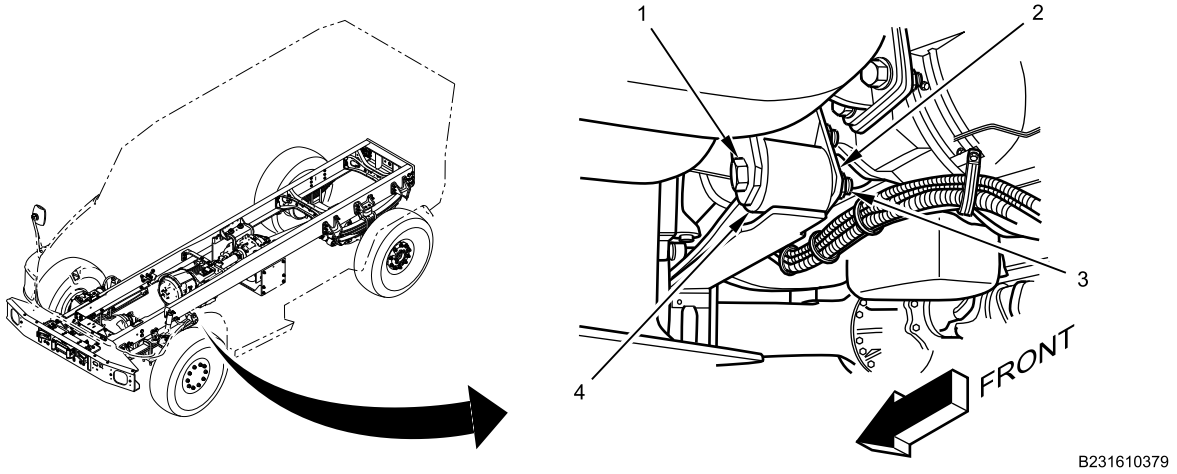
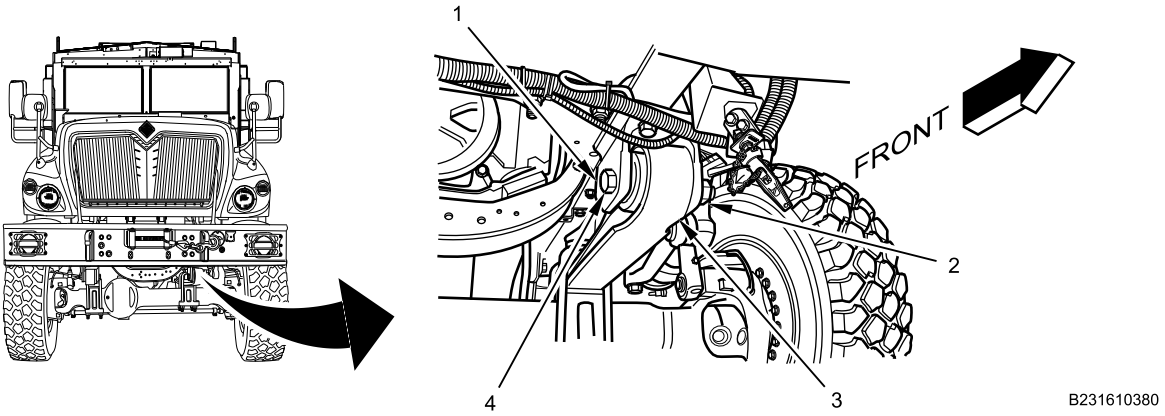

Figure 2. Front Spring Rear Shackle.
Figure 3. Front Spring Front Bracket.
2. Loosen lower locknut (Figure 2, Item 3) and bolt (Figure 2, Item 1) in front spring rear bracket shackle (Figure 2, Item 2) and front spring (Figure 2, Item 4).
3. Loosen locknut (Figure 3, Item 2) and bolt (Figure 3, Item 4) in front spring front bracket (Figure 3, Item 1) and front spring (Figure 3, Item 3).
4. With assistant, raise front of vehicle with hydraulic jack (Figure 4, Item 1) to relieve spring tension on shackle bolt (Figure 2, Item 1) and bracket bolt (Figure 3, Item 4).